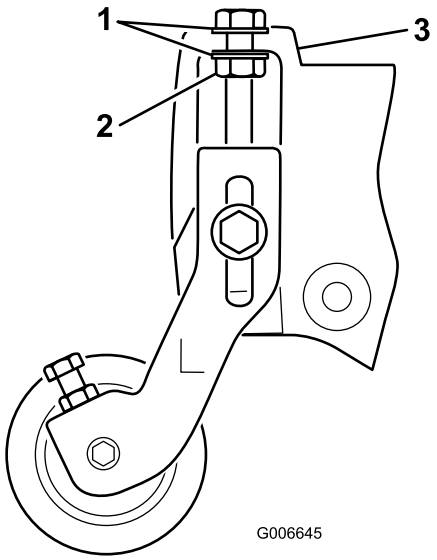

Figur 5
Merk: Skivene på klippehøydejusteringsboltene må plasseres på hver side av sideplatens flens (Figur 5).
10. Fest låsemutteren på klippehøydejusteringsbolten helt til skivene berører sideplatens flens, skru tilbake mutteren 1/2 omdreining (Figur 5).